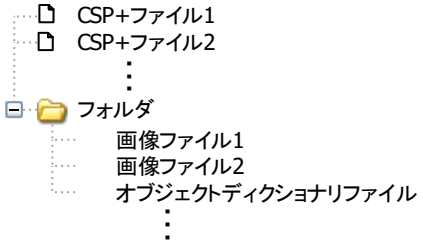

図 4-1 圧縮ファイル内の構成
- 圧縮ファイル内のファイルとフォルダの構成は図 4-1 に示す構成にする必要があります。圧縮するファイルを全てまとめる最上位フォルダは用意せず、図 4-1 のように圧縮ファイルの最上位に 1 つ以上の CSP+ファイルと、画像を格納したフォルダ(図 4-1 中の「フォルダ」)を指定して圧縮します。
- アイコンファイルと画像ファイル、オブジェクトディクショナリファイルは、いずれも同一のフォルダ(図 4-1 中の「フォルダ」)に格納する必要があります。